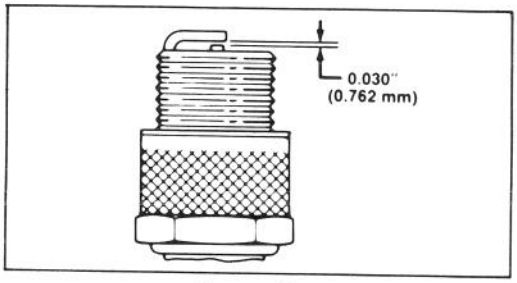

Figure 13
3. Set air gap at 0.030" (0.762 mm) (Fig. 13). Install correctly gapped spark plug and gasket seal. Tighten plug firmly to 15 ft-lb. (20.4 N.m).